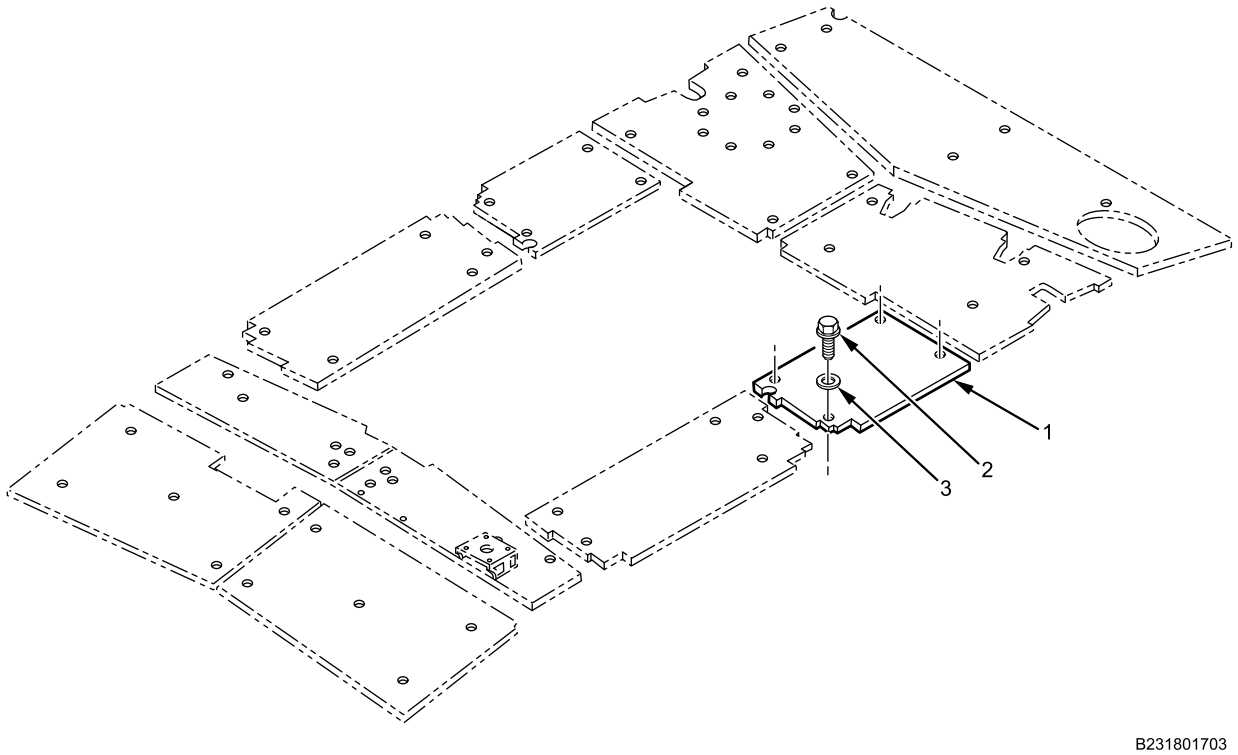

Figure 1. Roof Armor Middle Rear Panel.
1. Remove four bolts (Figure 1, Item 2) and washers (Figure 1, Item 3) from middle rear roof armor panel (Figure 1, Item 1). With assistant, remove armor panel (Figure 1, Item 1).